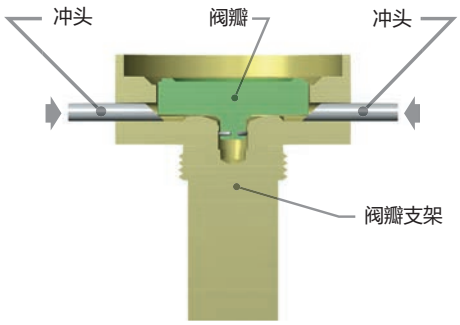

图 18: 用冲头拆下阀瓣
- 开始将专用冲头插入阀瓣座的孔中（见图 18），冲头的尖部作用于阀瓣的顶部，如图所示。